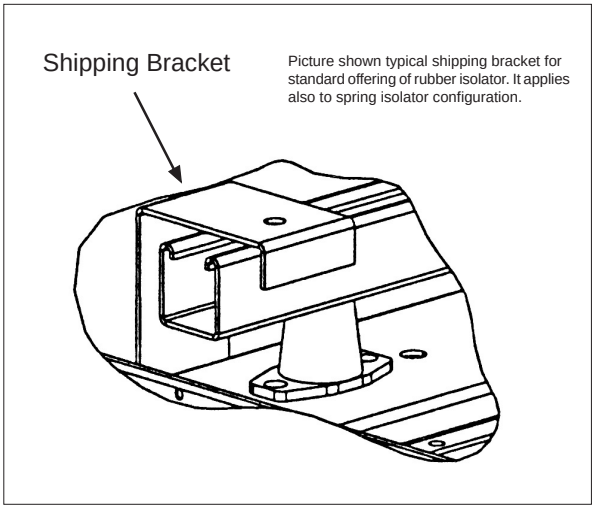

Fig. 2 Shipping Bracket
e) Do not remove the shipping bracket (Refer to Fig. 2) that are supplied to prevent the fan housing and motor base from moving during transit. These shipping bracket should only be removed after the air handling unit is positioned and just immediately after the fan motor and drive is installed.